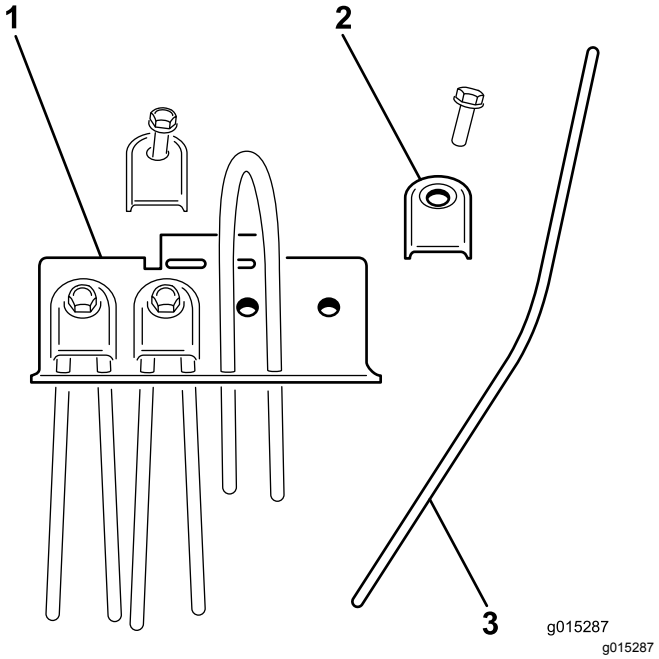

Figur 28
2. Tag tineholderen af, og skub den beskadigede tine ud (Figur 28).